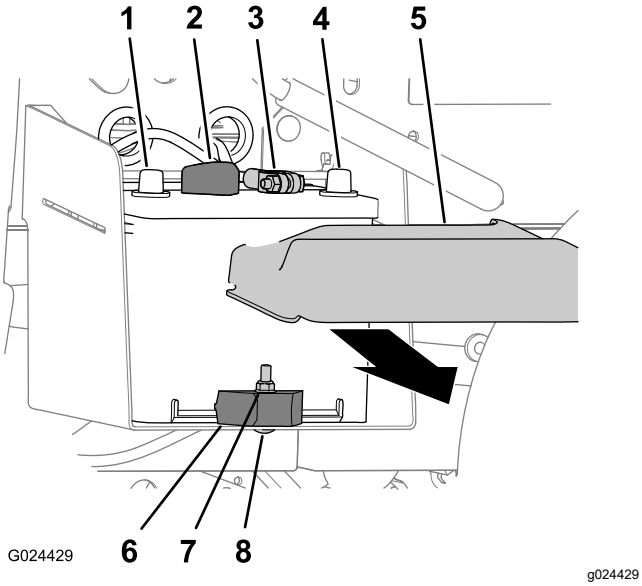

Figur 49
1. Klem på sidene av batteridekslet, og fjern dekslet fra toppen av batteriet (Figur 49).
2. Koble den negative batterikabelen fra batteripolen (Figur 49).
3. Koble den positive batterikabelen fra batteriklemmen (Figur 49).
2. Fjern låsemutteren, låsebolten og batterifestet som fester batteriet til batteriholderen (Figur 49).
3. Fjern batteriet fra batteriholderen (Figur 49).
1. Juster batteriet til batteriholderen i maskinen (Figur 49).
Merk: Pass på at de positive og negative polene til batteriet er stilt inn som vist i Figur 49.
2. Fest batteriet til batteriholderen med batterifestet, låsebolten og låsemutteren (Figur 49).
1. Koble den positive batterikabelen til batteriklemmen (Figur 49).
2. Koble den negative batterikabelen til batteriklemmen (Figur 49).
3. Monter batterideksletet over batteriet (Figur 49).